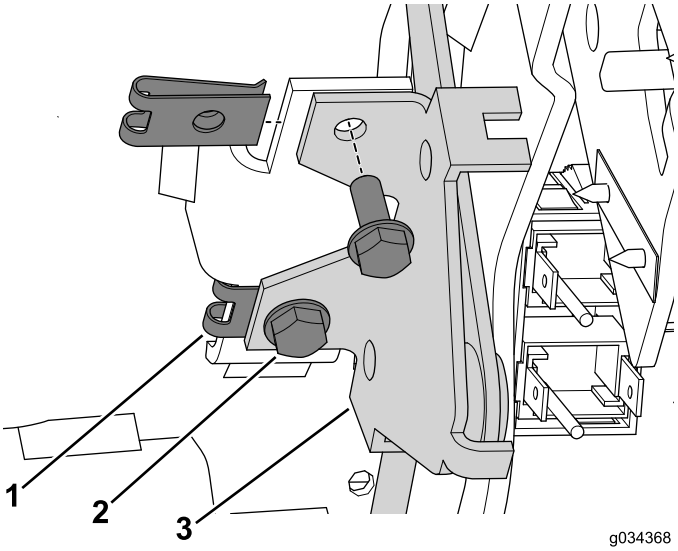

図 19
3. スピードナットを、コンソールアセンブリのマウントに取り付ける図 19。
4. チョークレバーアセンブリをコンソールに固定するボルト#10 x 1/2 インチ2本を使う図 19。